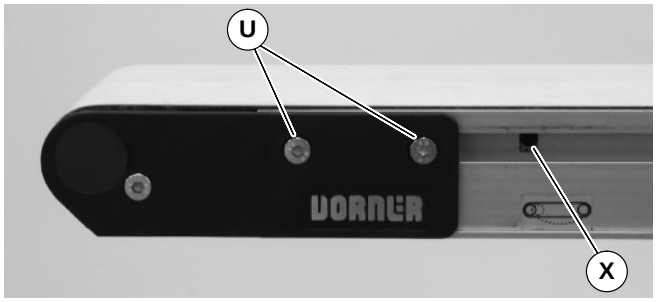

Figure 8
5. With a 5 mm hex-key wrench, rotate pinion gear (X of Figure 8) to tension the conveyor belt. Tighten fastening screws (U) on both sides of conveyor to 60 in-lb (7 Nm). For proper tensioning, refer to "Conveyor Tension End Adjustment", page 14.